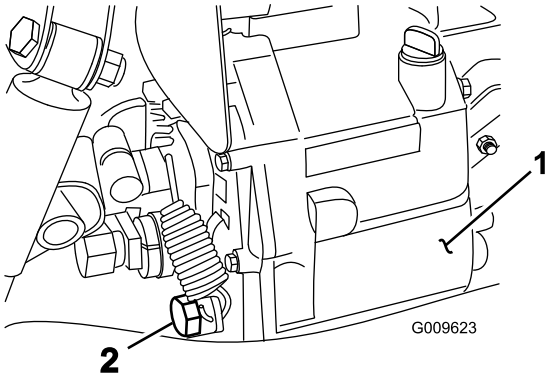

**Figur 68**
2. Fjern aftapningsproppen fra siden af beholderen, og lad hydraulikvæsken løbe ud i en drænbakke (Figur 68).